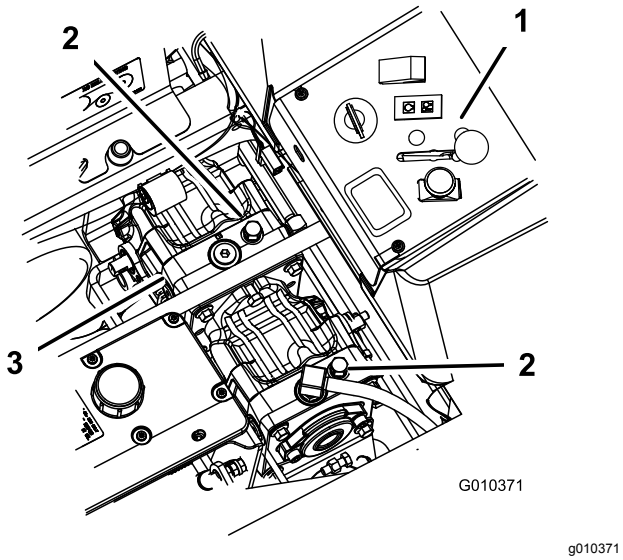

Figur 39
3. Drei omløpsventilene mot klokken, én omdreining for å skyve (Figur 39).
Drei omløpsventilene med klokken én gang for å bruke maskinen (Figur 39).